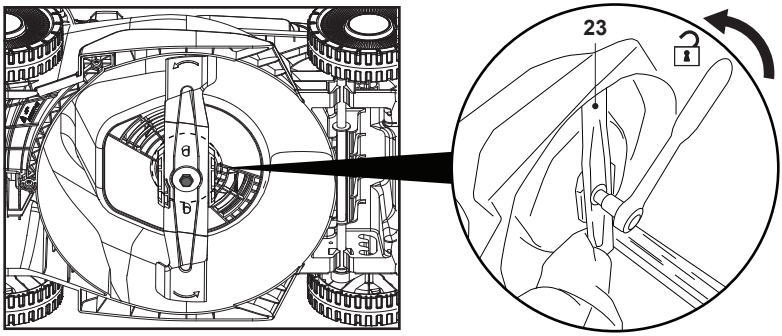

Fig. 18
NOTĂ: Dacă se utilizează o cheie de mână în locul uneia electrice de impact, trebuie împiedicată rotirea cuțitului (23) în timpul slăbirii șurubului. Poartă mănuși rezistente și prinde bine cuțitul. Dacă este necesar, utilizează o bucată de lemn de dimensiuni adecvate pentru a bloca rotirea cuțitului (fig. 18).